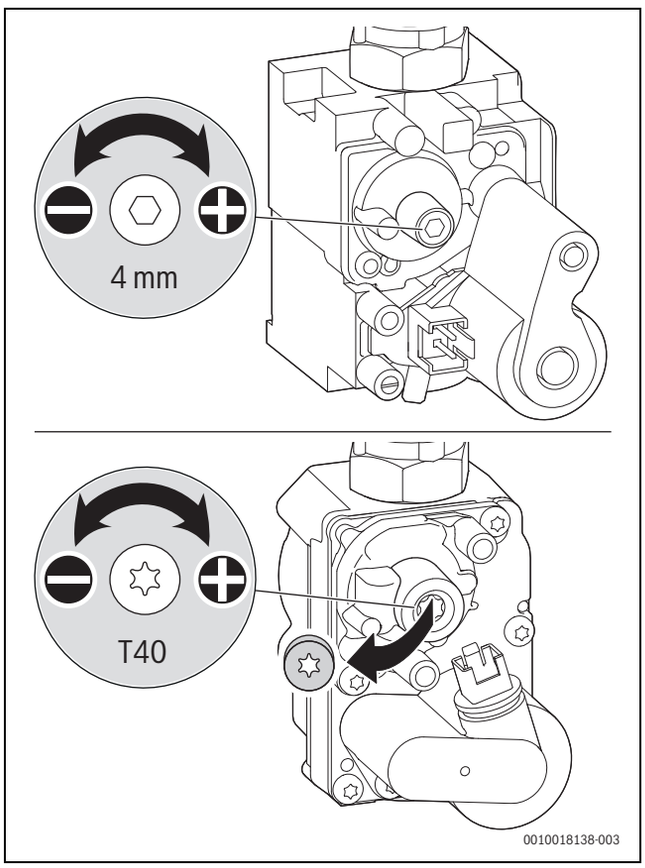

Bild 51 CO_2- oder O_2-Gehalt einstellen
- ▶ Plombe an der Einstellschraube der Gasarmatur entfernen (nur bei der unteren Gasarmatur in Bild 51) und CO_2- oder O_2-Gehalt für minimale Nennwärmeleistung einstellen.